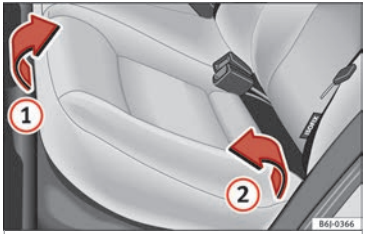
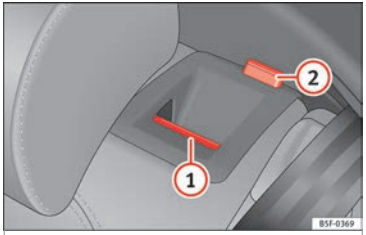

Fig. 155 Folding up the rear seat cushion.
Fig. 156 On the rear seat backrest: unlock button (1); red mark (2).
– Pull the front edge of the seat cushion ››› **Fig. 155** (1) upwards in the direction of the arrow.
– Lift the cushion (2) forwards in the direction of the arrow.
– Press the unlock button ››› **Fig. 156** (1) forwards and at the same time fold the backrest down. The rear seat backrest is not engaged when the red marking of the button (2) is visible.